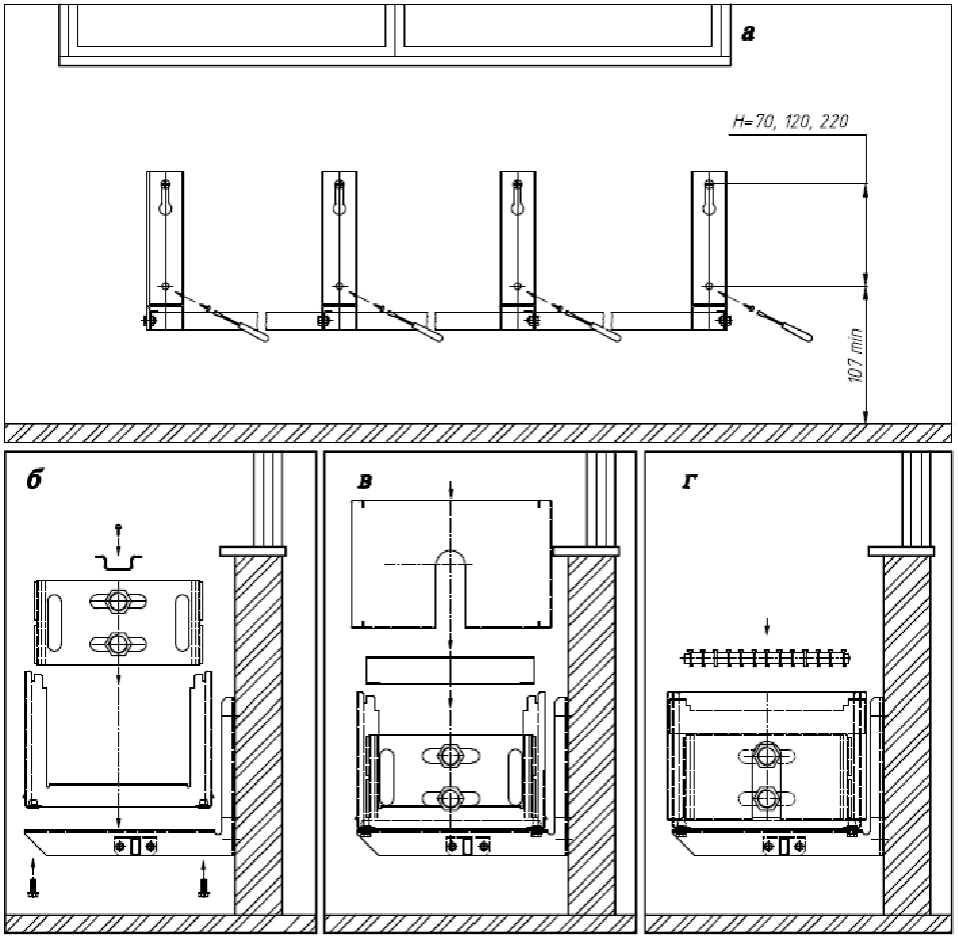

**Рис.8**
В настенном исполнении ввинтить верхние шурупы, навесить кронштейны со стяжкой на шурупы, затем установить нижние шурупы, закрепить, подтянуть верхние (рис. 8а).
5.9. Установить решётку, сверху заведя её за отгибы боковин, выставить посередине (рис.8г). Защёлкнуть кожух в зацепах, приложив усилие сверху в районе крайних опор.